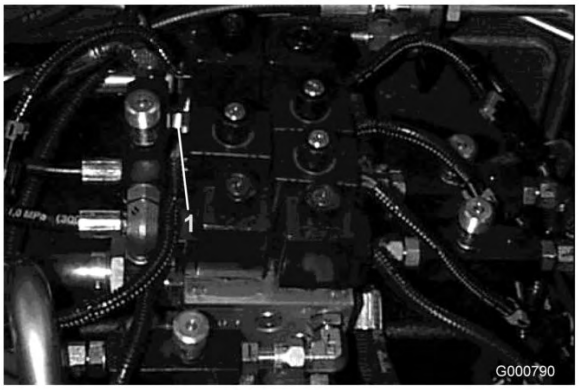
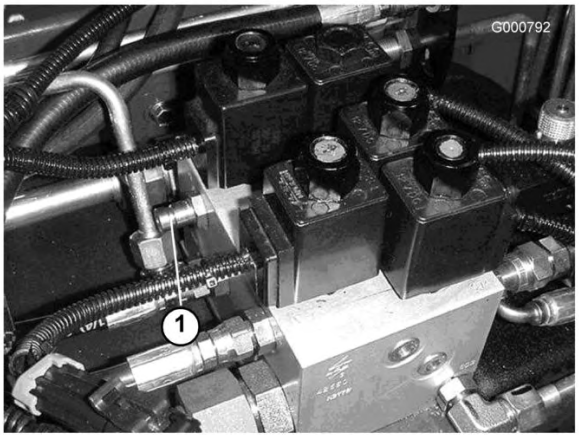

Bild 66
Bild 67
1. Mit dem Testanschluss A (Bild 66 und Bild 67) wird der Hydraulikschaltkreis für die Hubzylinder geprüft.